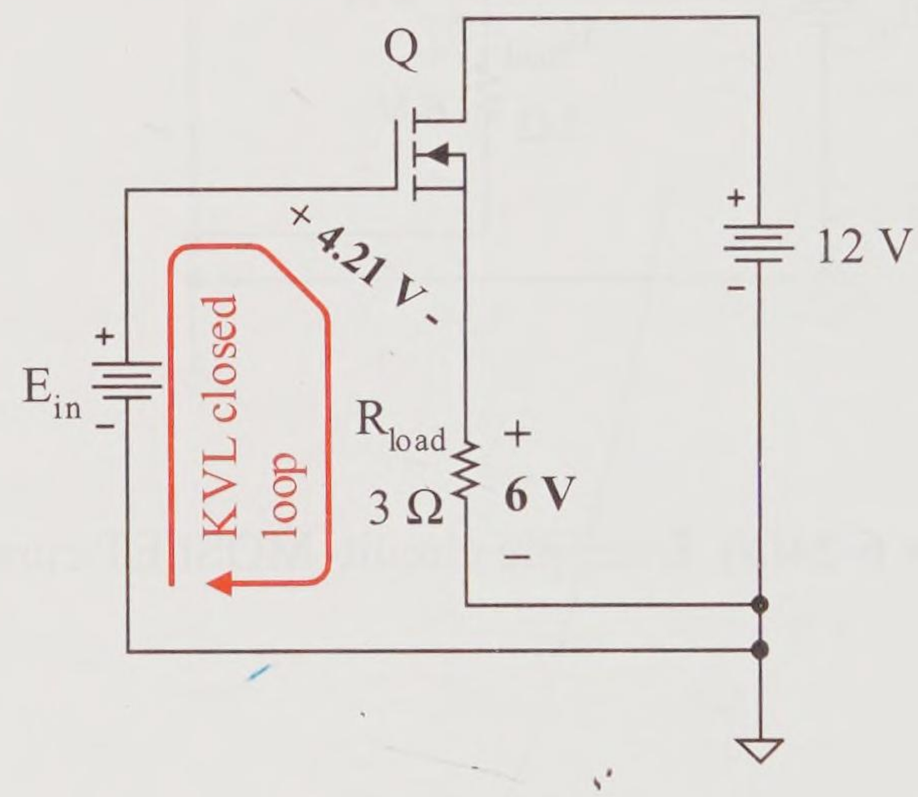

Figure 6-24(b) Solve input loop to solve for E_{in}
b. Now let's solve for the drain-to-source voltage drop V_{DS}. Let's write a KVL closed loop expression for the output loop shown in Figure 6-24(c).